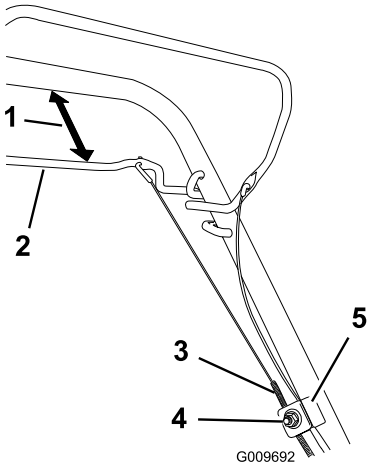

Figuur 28
1. Draai de moer van de kabelbeugel los (Figuur 28).
2. Houd de stang van de zelfaandrijving 25 tot 38 mm van de handgreep verwijderd (Figuur 28).
3. Trek de kabelmantel omlaag (naar de maaimachine toe) om alle speling uit de kabel te halen (Figuur 28).